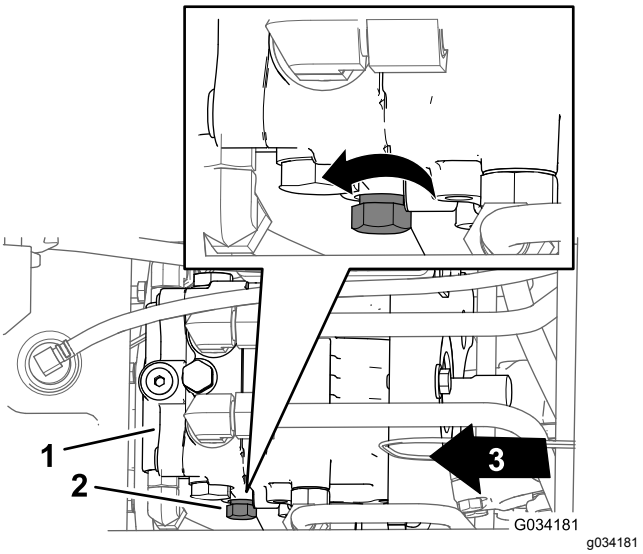

Figur 29
2. Finn kontrollknotten for omløpsventilen på venstre side av den hydrauliske pumpen (Figur 29).
3. Vri kontrollknotten tre omdreininger mot klokken (Figur 29).
2. Finn kontrollknotten for omløpsventilen på venstre side av hydraulikkpumpen (Figur 29).
3. Vri kontrollknotten (Figur 29) med klokken til du føler motstand, dette indikerer at omløpsventilen er stengt.